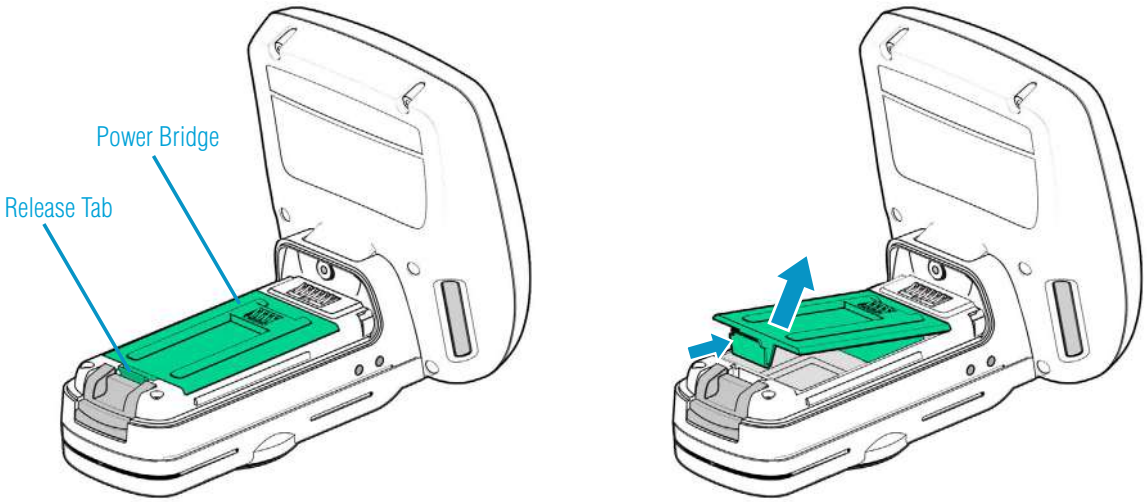

Figure 9: Remove Power Bridge
2. Press on the Release Tab to lift the Power Bridge out of the main body of the reader (see "Figure 9: Remove Power Bridge")